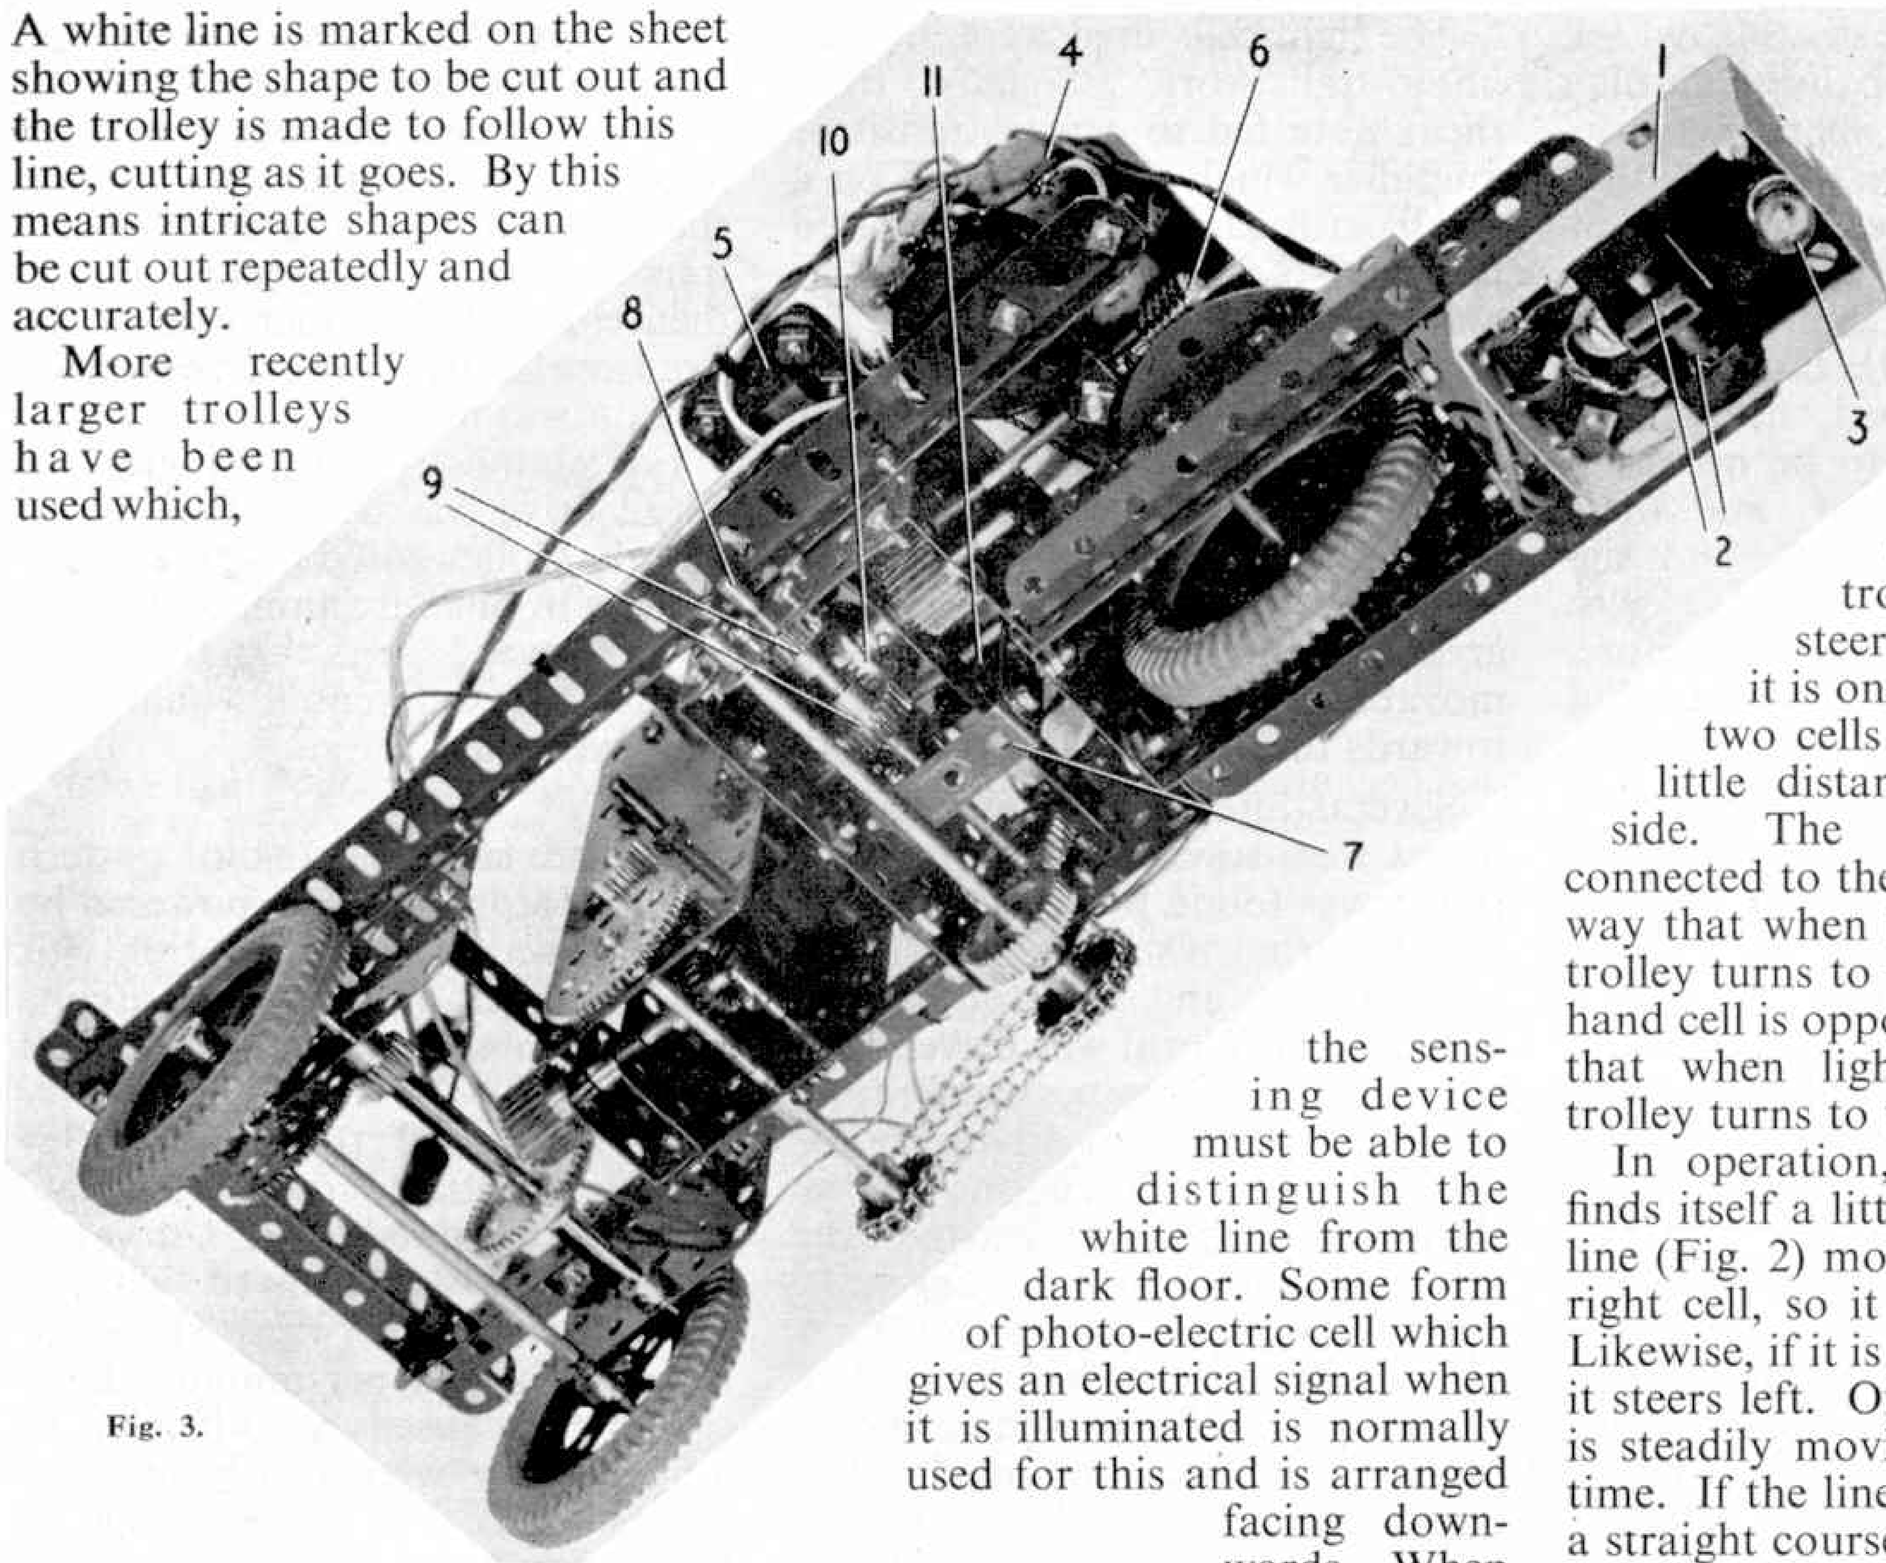

Fig. 3.
The Meccano model on which a number of these different ideas were tried out is illustrated in Figs. 1, 3 and 4. It was a tricycle trolley steered by the front wheel. Attached to the front wheel housing and steered with it was a shaded light box (1), Fig. 3, in which the two photo-cells (2) were mounted. They were in separate compartments facing downwards to the left and right of the wheel track. A small lamp (3) also mounted in the box, was arranged to illuminate the line on the floor. The cells were shaded from direct light from the lamp but could pick up any light which was scattered from the floor.